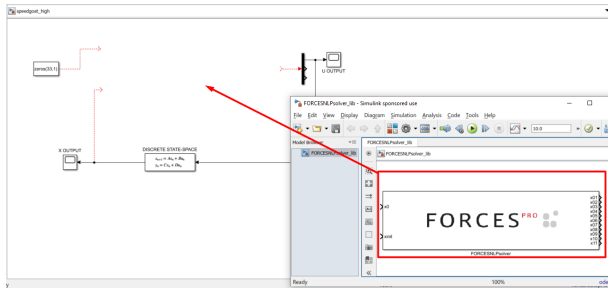

Figure 10.65: Copy-paste and connect the FORCES PRO block.
6. (Figure 10.65) Copy-paste the FORCES PRO Simulink block into your simulation model and connect its inputs and outputs appropriately.